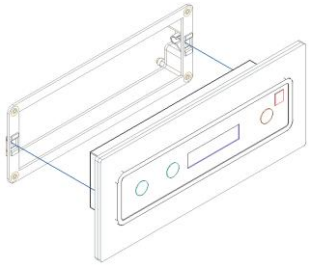

Figure 25 - Mise en place finale de l'afficheur
5. Le support étant fixé au mur, vous pouvez mettre l'afficheur en place. Les deux fils doivent être reliés à l'afficheur, en laissant un peu de mou (mais pas trop) de manière à pouvoir retirer ultérieurement l'afficheur sans difficulté ni arrachage des fils. Enfin, terminer la mise en place de l'afficheur en l'enfonçant dans l'encadrement jusqu'à verrouillage des clips, comme représenté sur la Figure 25.